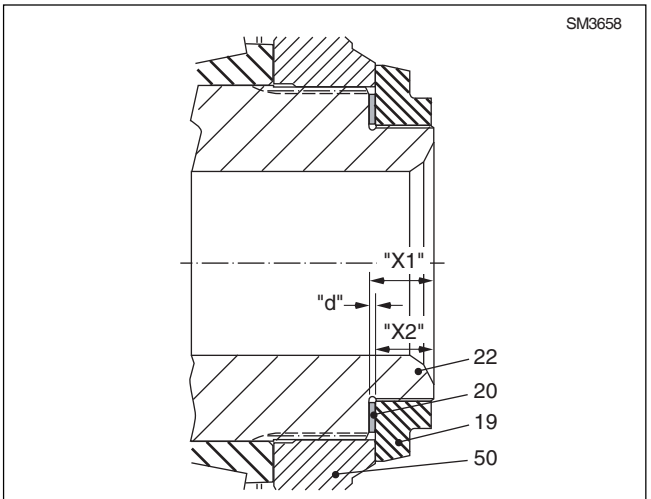

Fig. 24 - Shim Measurement
22. The second measurement should be with the ring gear carrier (22) fixed in place. This should be noted as dimension 'X2'
23. Shim (20) thickness 'd' should fall within the following dimensions , refer to Fig 24. :